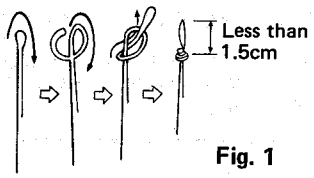

Fig. 1
3. Make a knot at the cord and as shouwn in Fig. 1